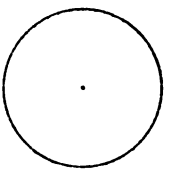

FIG. 38.
67. A **circle** (Fig. 38) is a figure bounded by a curved line, called the **circumference,** every point of which is equally distant from a point within, called the **center.**